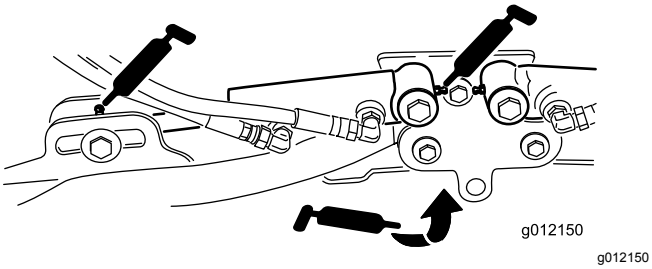

Figur 37
- Løftearmssylindere for klippeenheten (2 hver) (Figur 37)
- Løftearmsdreietapper (1 hver) (Figur 37)